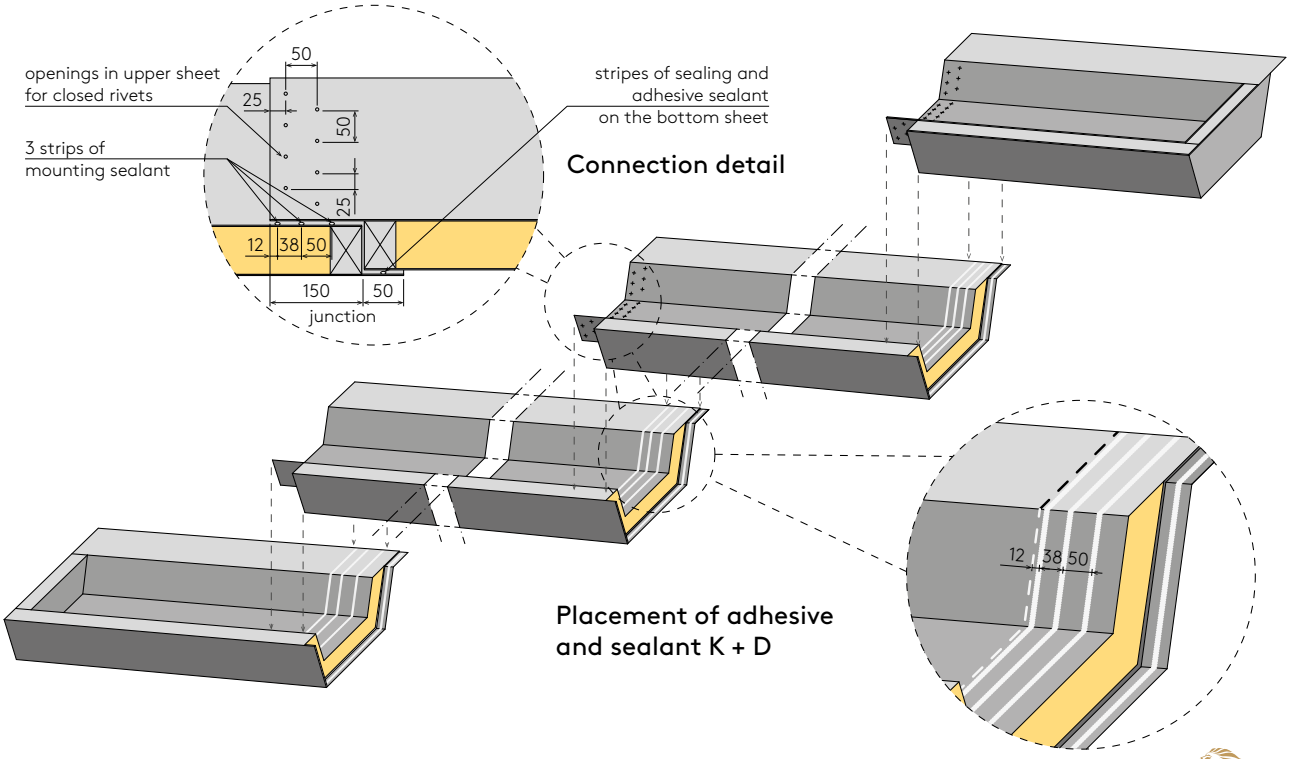

Fig. 5.4.2: installation scheme for insulated gutter with PES or SPECTRUM coating
9) Finally, cut the holes for the bottom downpipes of the gutter. Before fixing the downpipe to the bottom of the gutter using closed rivets it is necessary to drill holes for rivets at a spacing of approx. 25 mm, and apply the sealing flange to the socket flange * (see Fig. 5.4.2).